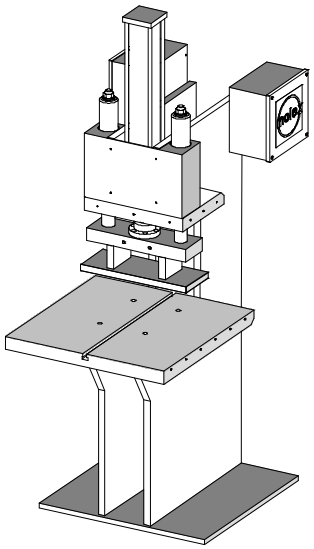

**Figure 1-1**
Molex offers two (2) presses that are suitable for this application. (See also Figure 1-1 and 1-2. They are: